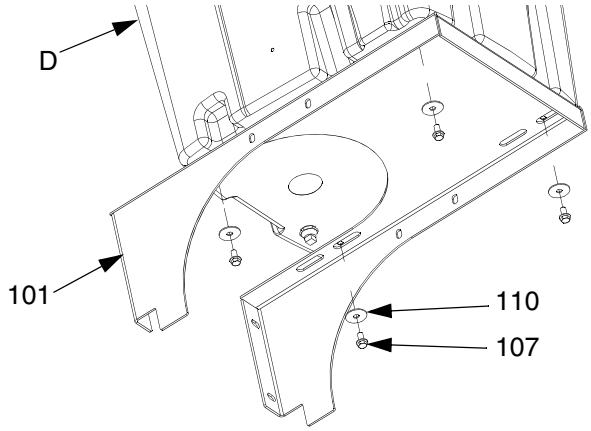

FIG. 9: Conecte la tolva a la abrazadera
10. Apriete los tornillos de montaje de la tolva (107). Vea FIG. 9.
11. Instale los tornillos (107) y el soporte del fondo (109).